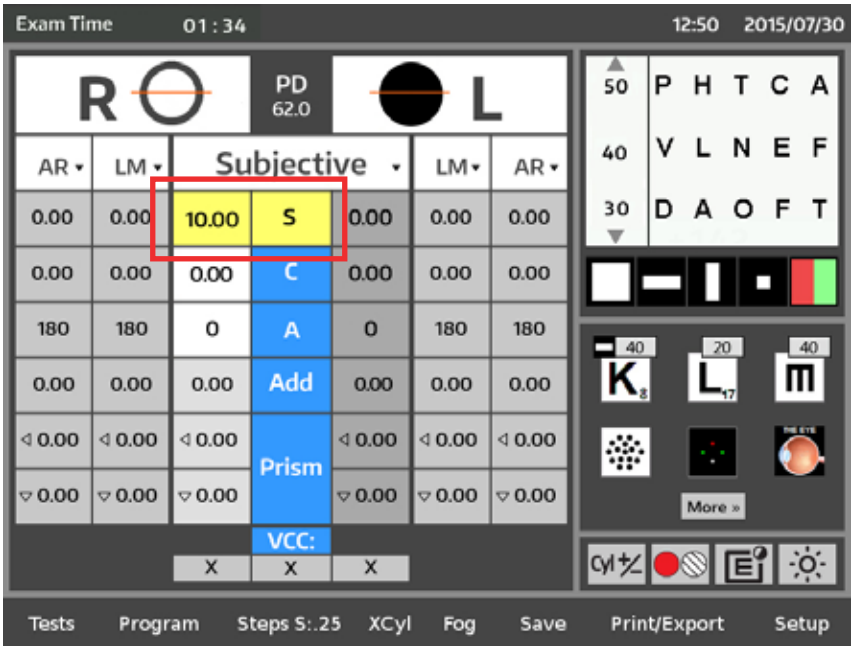

Figure IU-08 Cases Sphère actives
1. Activer le champ de la valeur Sphère en appuyant sur la case **S** dans la zone d'affichage principale de l'écran pour activer le champ de la valeur Sphère pour les deux yeux. Se reporter à la Figure IU-08.